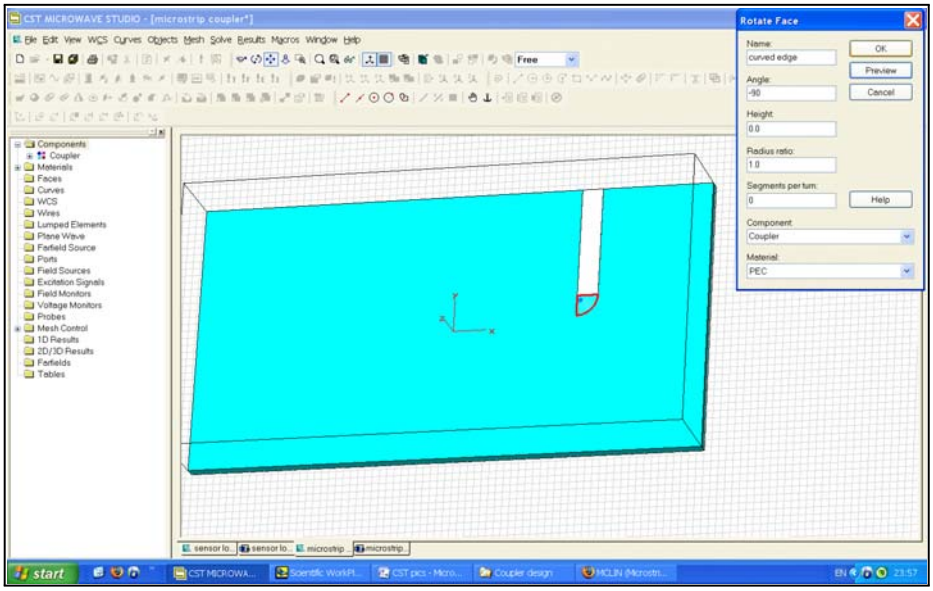

Figure 7 - Defining the curved edge of the line.
8. Choose 'Rotate' again and define the curved edge of the line, as shown in Figure 7.